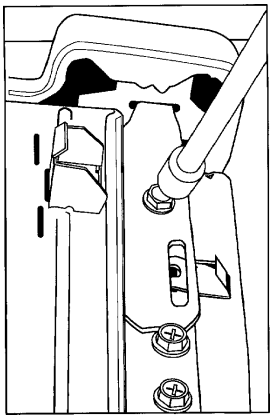

Figure 5-5
3. Remove two 5/16" hex head screws securing the two hold down brackets on the top cover ***(Figure 5-5)***.